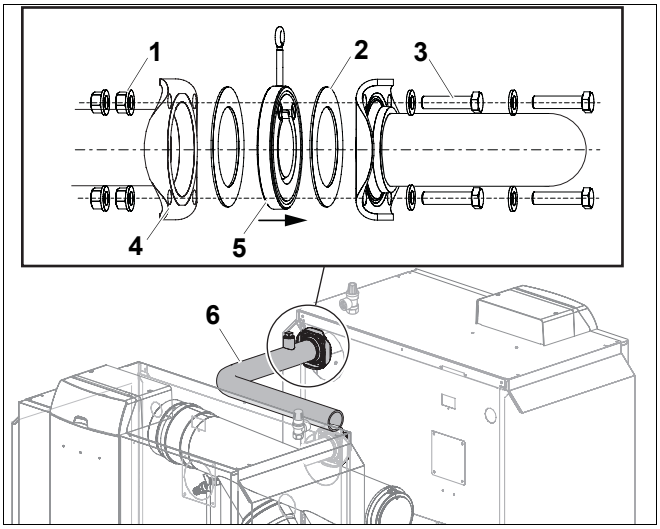

Rys. 5 Montaż przyłącza zasilania na pierwszym kotle grzewczym
- Klapowy zawór zwrotny (rys. 5, **poz. 5**) powinien być zamontowany na zasilaniu zgodnie z kierunkiem przepływu.
- Ułożyć uszczelkę (rys. 5, **poz. 2**) na klapowym zaworze zwrotnym.
- Kołnierz kształtki przewodu zasilającego (rys. 5, **poz. 6**) przykręcić do kołnierza króćca zasilania (rys. 5, **poz. 4**) na kotle grzewczym, używając czterech śrub (rys. 5, **poz. 3**) i nakrętek (rys. 5, **poz. 1**).